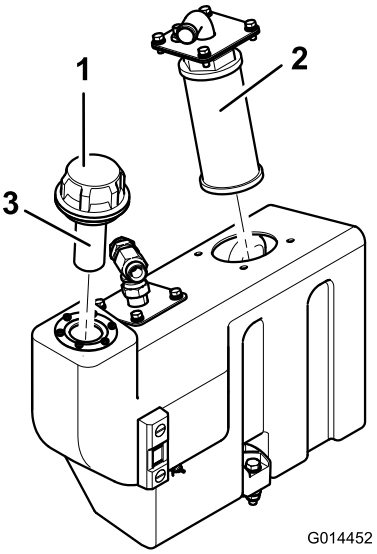

Figur 73
1. Fjern olietankens sugeflange for at få adgang til sugefilteret (Figur 73).
2. Skru filteret af, og fjern det. Rengør det med paraffin eller benzin før montering (Figur 73).